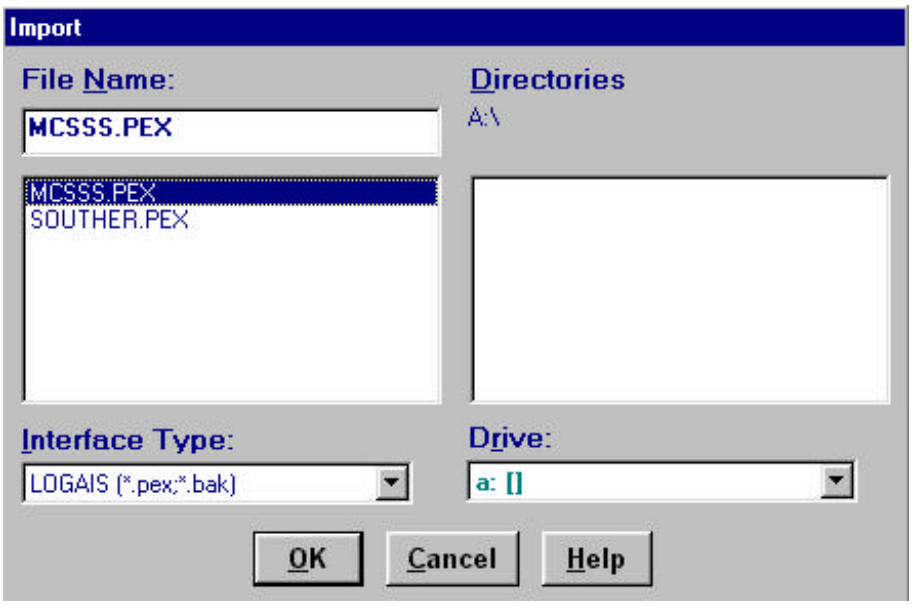

Figure 4.
STEP 1. Select the **INTERFACE** option of the main menu and choose the **IMPORT** option. An Import Options window appears. (see Figure 4.)